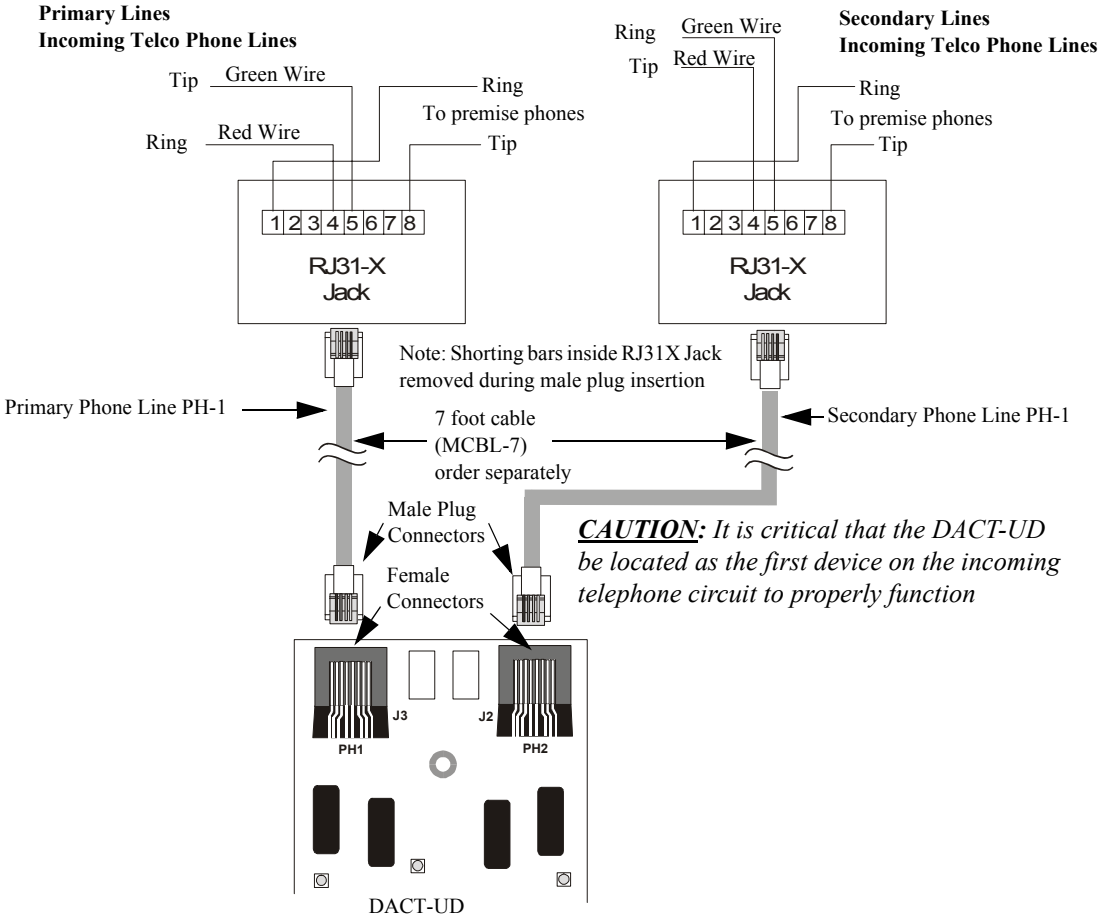

Figure 2.5 Wiring Phone Jacks
9. Refer to "Digital Communicator" on page 10, before proceeding with this step. Connect the premises primary and secondary phone lines to the DACT as illustrated in Figure 2.5 and test the system for correct operation